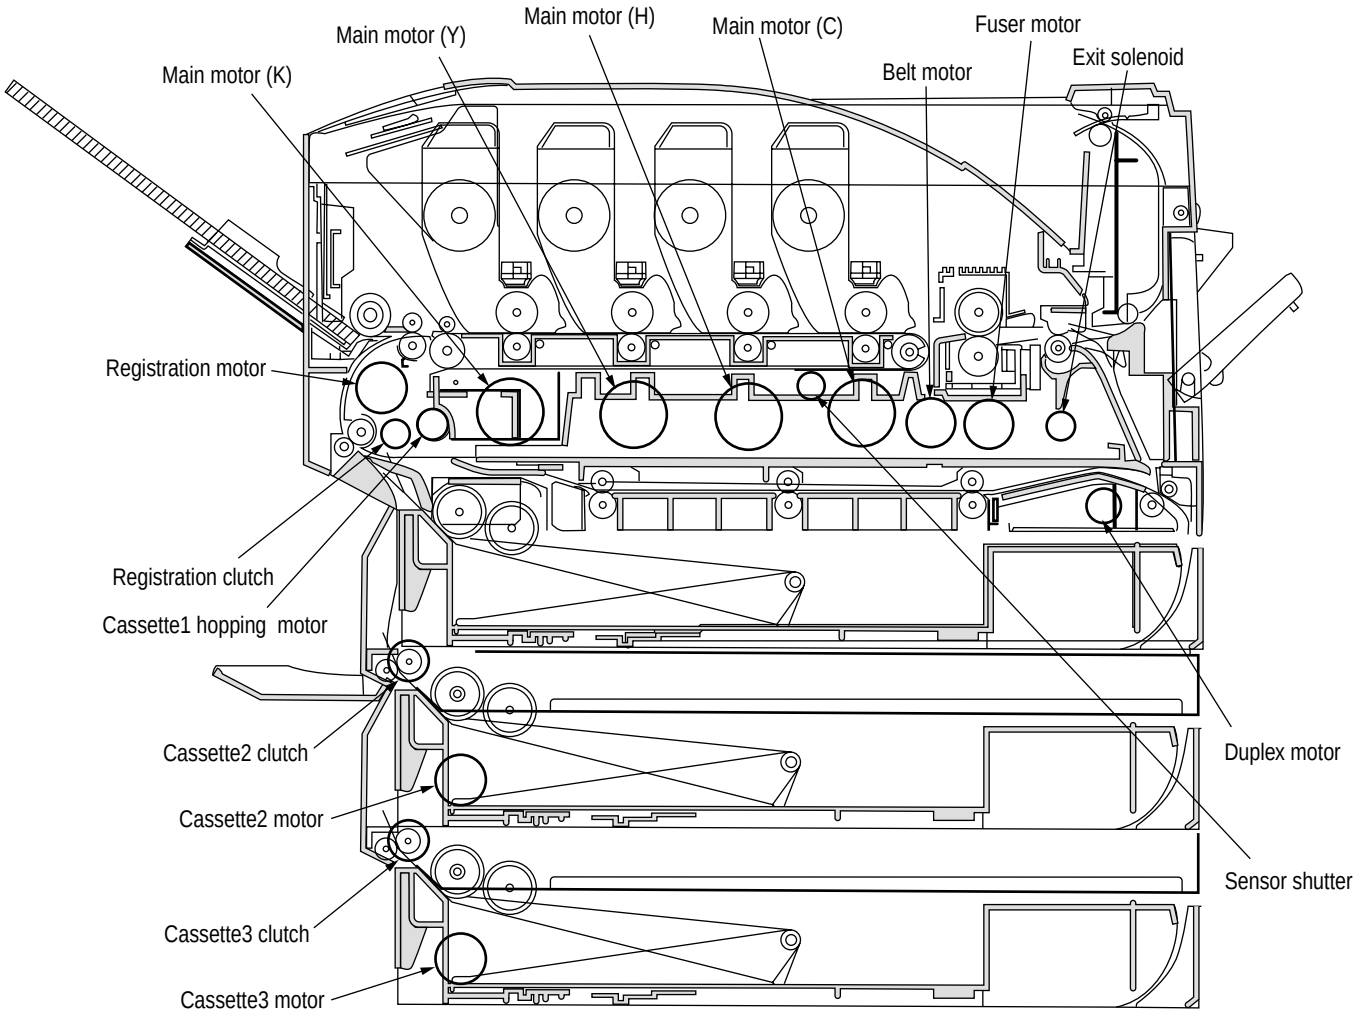

Figure 3-3
3. Pressing the ③ key starts the test, the unit name blinks, then the corresponding unit is driven for 10 seconds (refer to Figure 3-3).
4. Use the ⑦ key to stop the drive of the unit (the corresponding unit display remains the same).
6. Pressing the ④ key ends the tests (the display is restored to step 1).